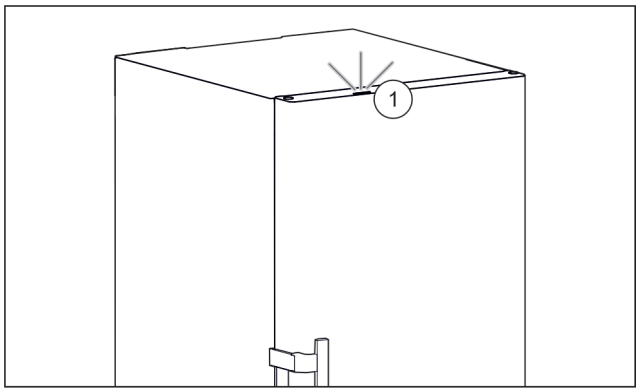

Fig. 61 Active status light when the door is closed
▷ Status light *Fig. 61 (1)* is activated.